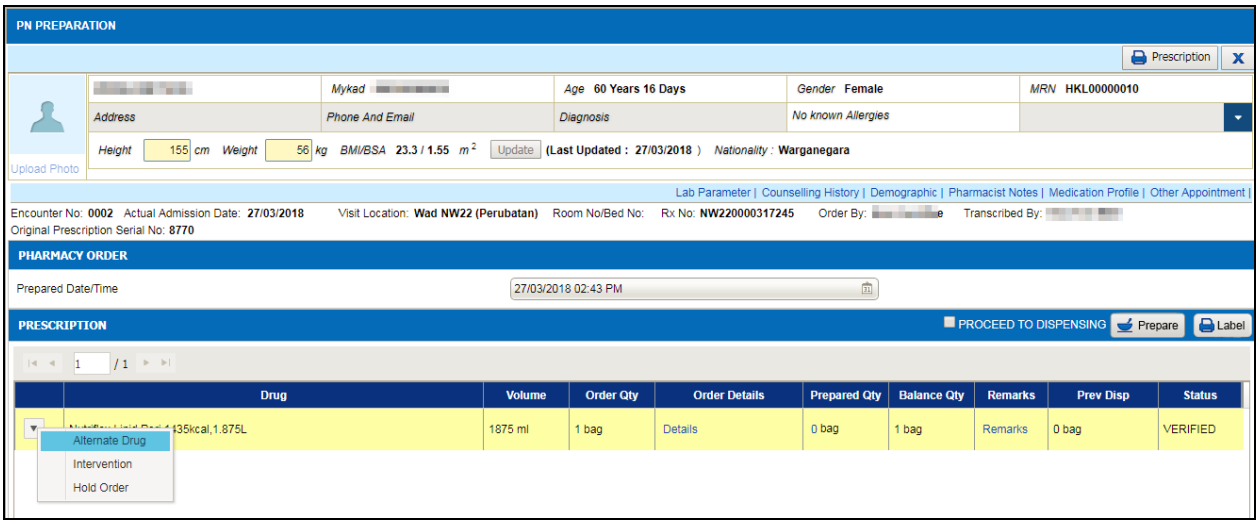

Figure 4.7-1 PN Preparation
- *Click on the button to select **Alternate Drug** as per Figure 4.7-1.*